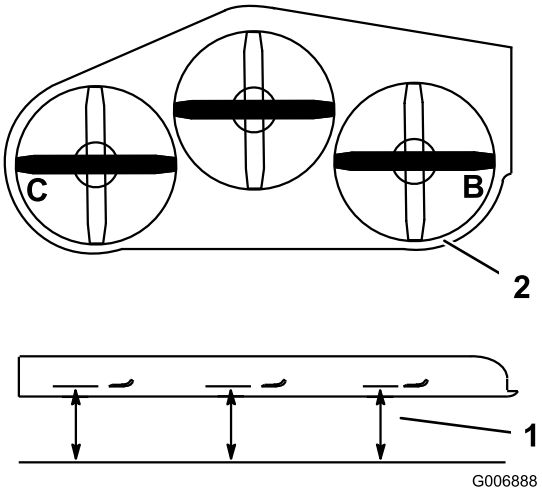

**Figur 80**
1. Plasser den **høyre** kniven på tvers (Figur 80).
2. Mål den høyre kniven ved **B** fra en plan overflate til kniveggen på knivtuppene (Figur 80).
4. Plasser den venstre kniven på tvers (Figur 80).
5. Mål den venstre kniven ved **C** (Figur 80) fra en plan overflate til kniveggen på knivtuppene.